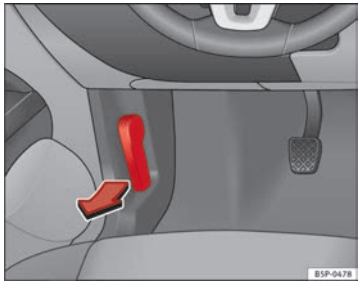

Fig. 164 Detail of foot-well area on driver side: lever for unlocking the bonnet.
– To release the bonnet, pull the lever under the dash panel ⇒ Fig. 164 in the direction indicated (arrow). The bonnet will be released by a spring action ⇒ ⚠.